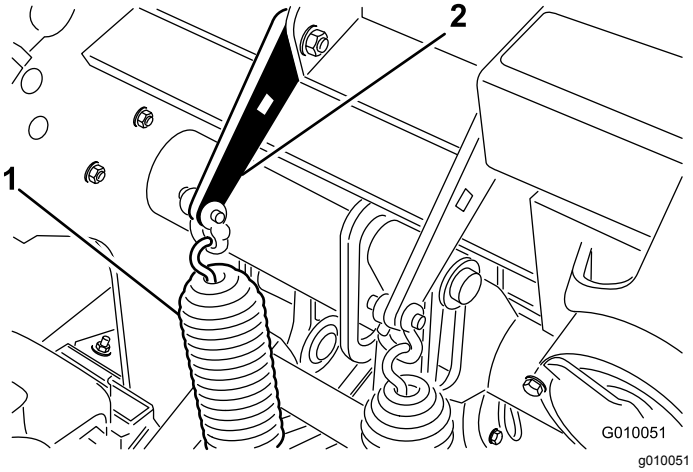

Figur 37
2. Løsne mutterne på låseskruene som fester fjærbrakettene til luftehodet (Figur 37). Må ikke fjernes.